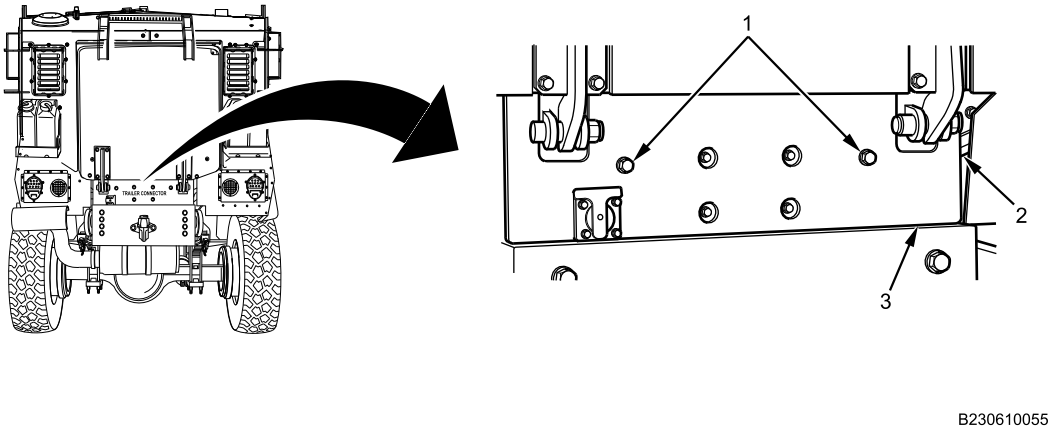

Figure 1. Rear Cover Plate Removal.
1. Remove two rear cover plate bolts (Figure 1, Item 1) securing rear cover plate (Figure 1, Item 3) to vehicle and support (Figure 1, Item 2).